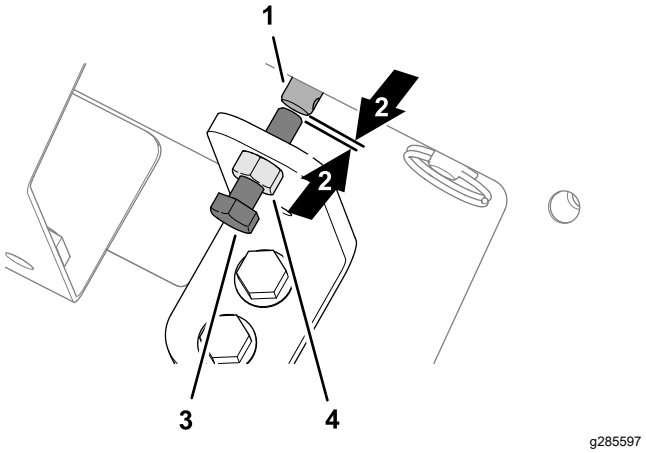

Figur 38
1. Løsne låsemutteren på den manuelle overstyringsbraketten (Figur 38).
2. Roter sekskantskruen for ventiloverstyringen mot klokken til du ser et lite mellomrom mellom enden av skruen og enden av stammen til gulvhastighets-solenoiden (Figur 38).
3. Stram til låsemutteren (Figur 38).